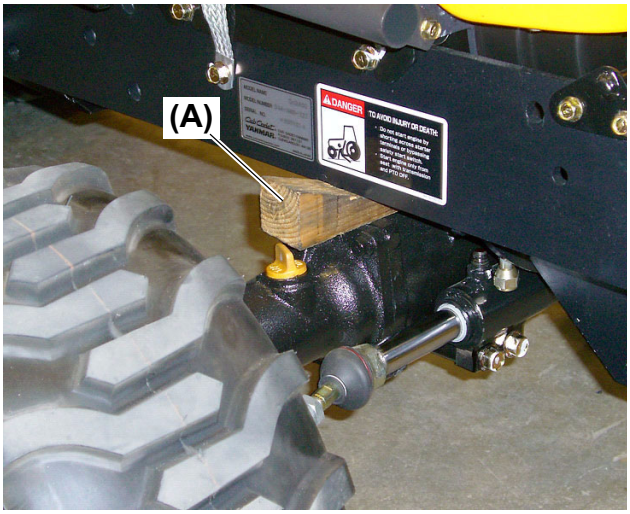

Fig. 3
3. Insert wedge **(Fig. 3, (A))** between front axle and frame to prevent front axle from pivoting up and down and frame from tilting side to side.